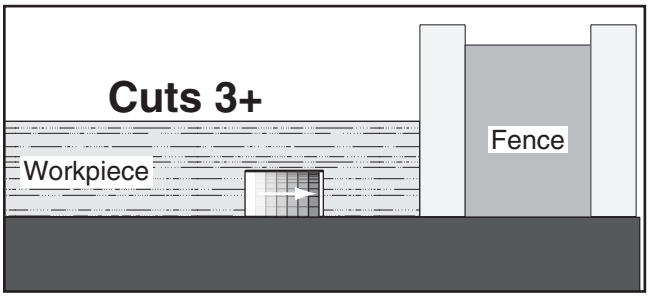

Figure 7. Additional single-blade dado cuts.
9. Make additional cuts (see **Figure 7**) in center of dado to clear out necessary material. Dado is complete when channel is completely cleared out.